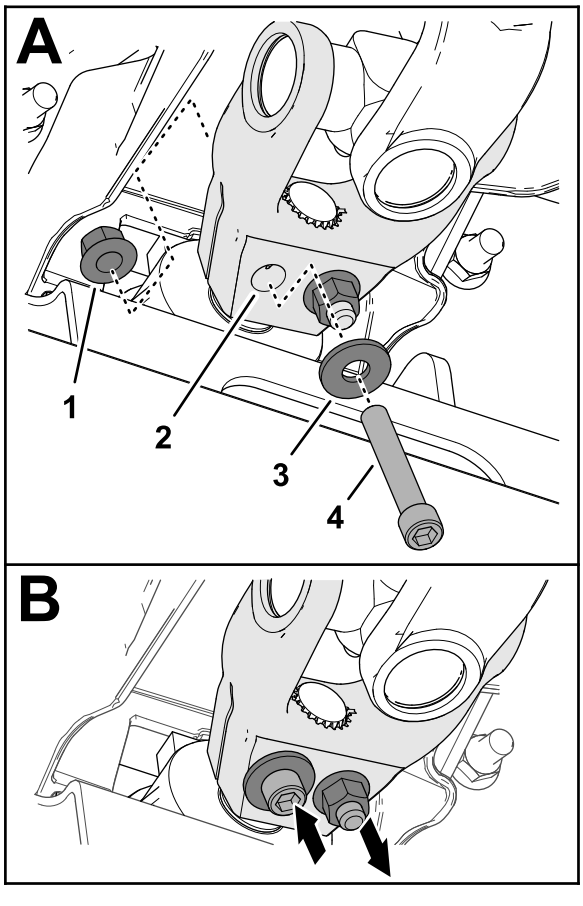

Figuur 17
6. Monteer een tapbout met zeskantkop (⅜" x 2¼") door een ring (⅜") en de opening in het aandrijfasjuk (Figuur 17), en bevestig de tapbout met een flensborgmoer (⅜").
7. Monteer vanuit de tegenovergestelde richting een tapbout met zeskantkop (⅜" x 2¼") door een ring (⅜") en de opening in het aandrijfasjuk (Figuur 17) en bevestig de tapbout met een flensborgmoer (⅜").